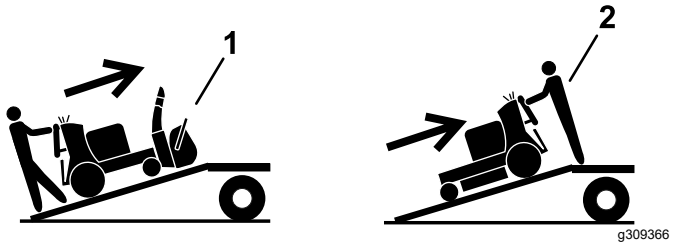

Figura 36
- Si el accesorio no está instalado, cargue la máquina con la parte trasera hacia arriba en la rampa (Figura 36).